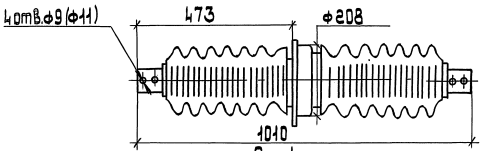
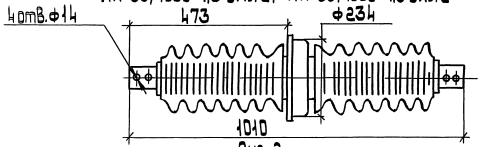

Рис.1
Рис.2
* На рис.1 в скобках указаны размеры для ИП-35/630-УХЛ2, на рис.2 для ИП-35/1600-УХЛ2.